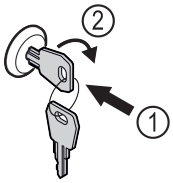

Fig. 160
▶ Introduceți cheia prin apăsare. *Fig. 160 (1)*
▶ Rotiți cheia cu 90° în sensul acelor de ceasornic. *Fig. 160 (2)*